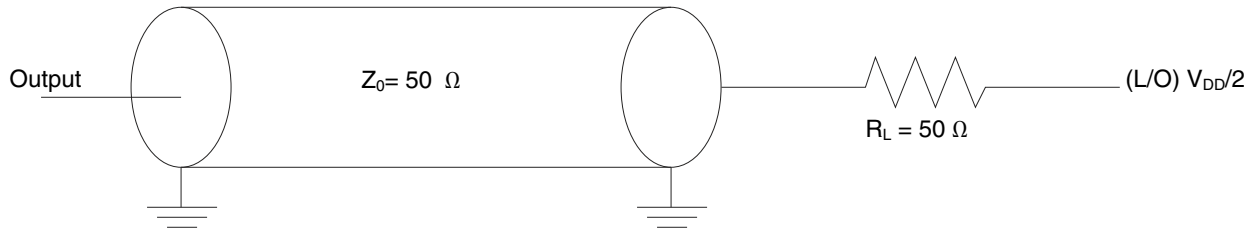

Figure 33. Flextimer AC test load
2. See Figure 33. on page 112.